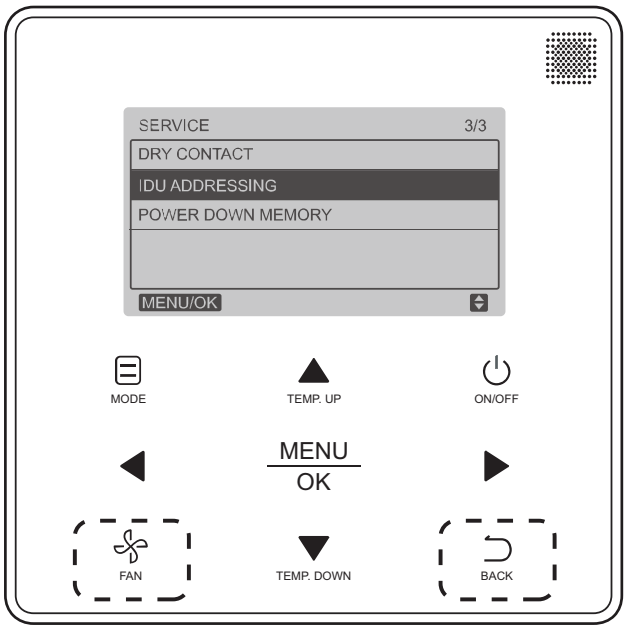

Fig. 29 —Programmable Controller (40VM900003) IDU Addressing Menu
1. Press **FAN** and **BACK** simultaneously for five seconds to access parameter settings as shown in Fig. 29.